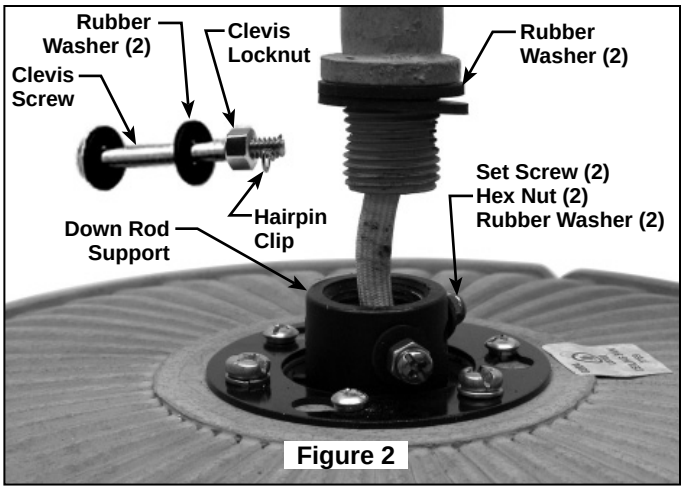

Figure 2
4. Loosen the two setscrews and hex nuts in the Downrod Support. Screw Downrod into Coupler. Align the Clevis Screw holes in the Downrod with the holes in the Downrod Support. (Figure 2)